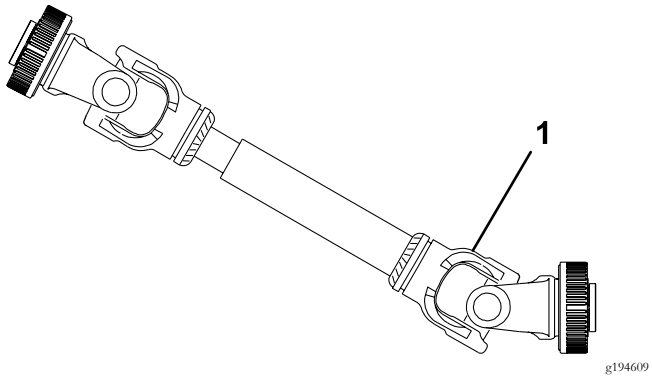

**Figuur 25**
**Belangrijk: Zorg er bij het aansluiten van de aftakas voor dat de beluchter niet hoger wordt getild dan nodig is. Als u de machine te hoog tilt, kunnen de scharnierpunten van de aftakas breken (Figuur 25). De aftakas kan worden bediend in een hoek van maximaal 25°, maar mag nooit de 35° passeren wanneer de beluchter zich in de hoogste stand bevindt, omdat de as anders ernstig beschadigd kan worden.**